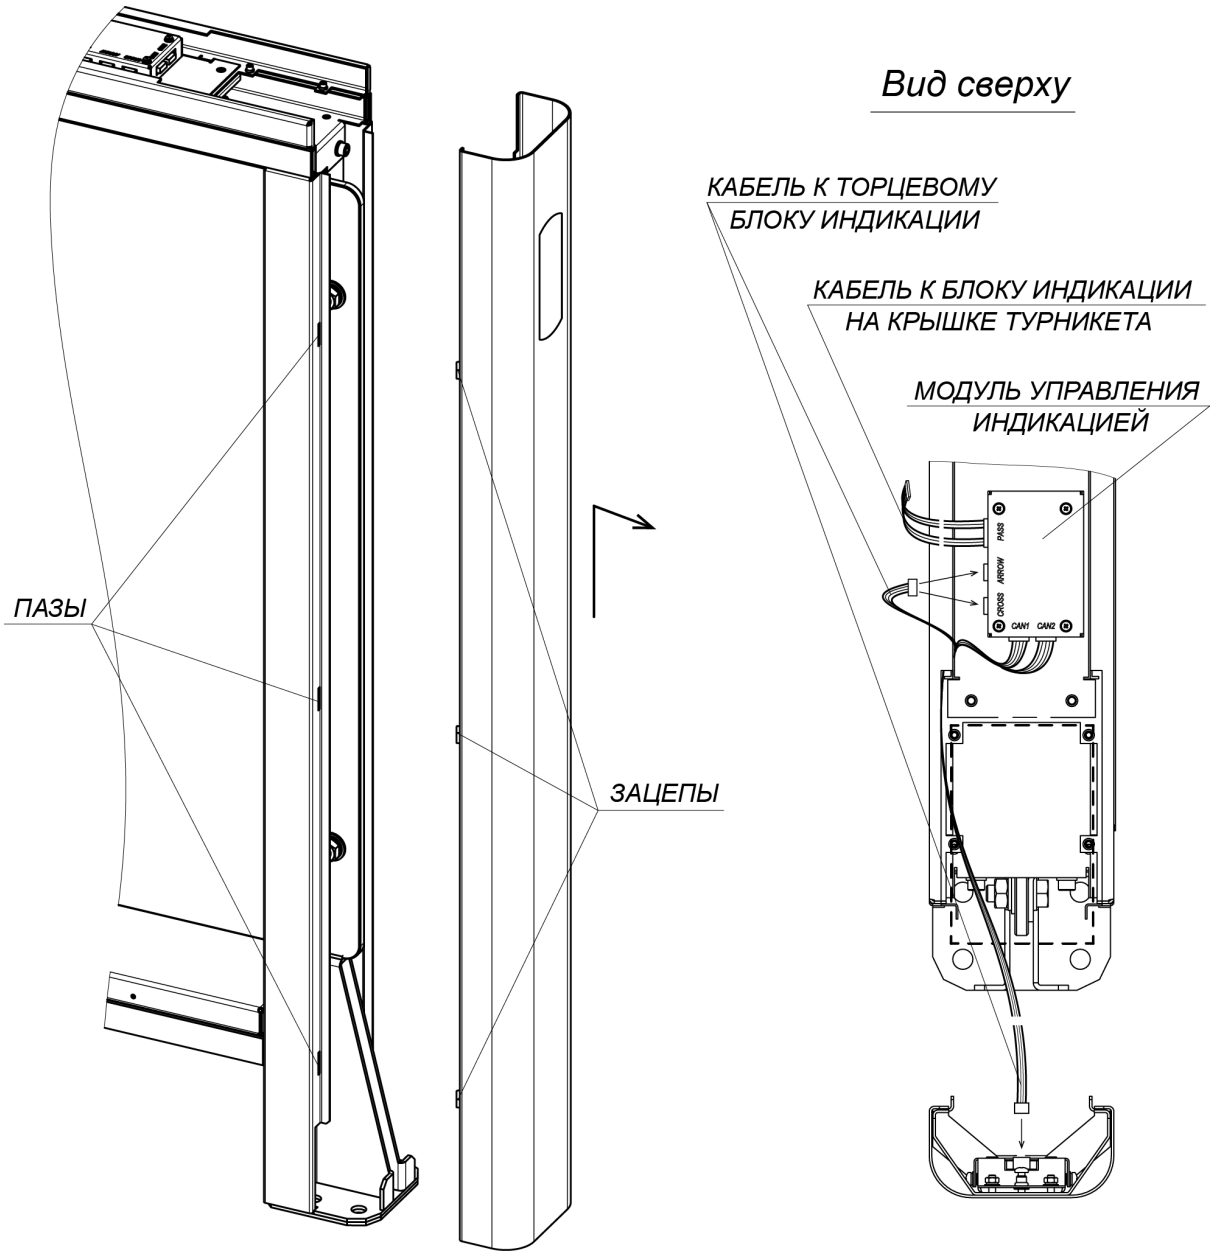

Рисунок 21. Снятие передней панели боковой стойки
21. При необходимости произведите монтаж считывателей карт доступа: либо на предусмотренные для этого полки в верхнем коробе на торцах стойки (см. рис. 21), либо непосредственно на верхних крышках секций снизу (***PERCo-MR07 OEM***). Для фиксации считывателей используйте двусторонний скотч и при необходимости неметаллические подкладки, чтобы расположить его как можно выше (т.е. ближе к верхней поверхности крышки) с целью увеличить дальность считывания. Кабели от считывателей аккуратно проведите через верхний короб и центральную стойку к месту ввода кабеля от контроллера СКУД, используя штатные окна в деталях корпуса секции. Кабели не должны проходить между отверстиями для крепления верхней крышки секции и вблизи
24. Установите на свои места передние панели боковых стоек (8) (разд. 8.9.2). После установки проверьте, чтобы верхний край панелей находился на одном уровне с корпусом секции. Панель с торцевым блоком индикации устанавливается с того края секции, где находится модуль управления индикацией, который закреплен на одной из двух стальных защитных пластин в верхнем коробе (см. рис. 21). При этом к торцевому блоку индикации необходимо подсоединить соответствующий соединительный кабель от модуля управления индикацией. Для отображения на торцевом блоке индикации белой стрелки соединительный кабель должен быть подключен к разъему ***ARROW*** модуля управления индикацией, для отображения красного креста – к разъему ***CROSS*** (см. разд. 8.9.2, рис. 21).
Для снятия передней панели боковой стойки (8) – сдвиньте ее вдоль стойки вверх и затем на себя, выводя зацепы панели из пазов в боковой стойке (см. рис. 21). Осторожно, не повредите соединительный кабель! Отсоедините разъем соединительного кабеля от платы блока индикации.
Перед монтажом верхней крышки (10) необходимо проверить, подключены ли к модулю управления индикацией все необходимые соединительные кабели (см. рис. 21, разд. 8.9.2).
- Подключите соединительный кабель от модуля управления индикацией (разъем “PASS”, рис. 21) к блоку индикации крышки (для ***STC-01G***, ***SDC-01G***).
- Возьмите одну из стеклянных частей крышки с блоком индикации и подключите соединительный кабель от модуля управления индикацией (разъем “PASS”, рис. 21) к блоку индикации крышки.